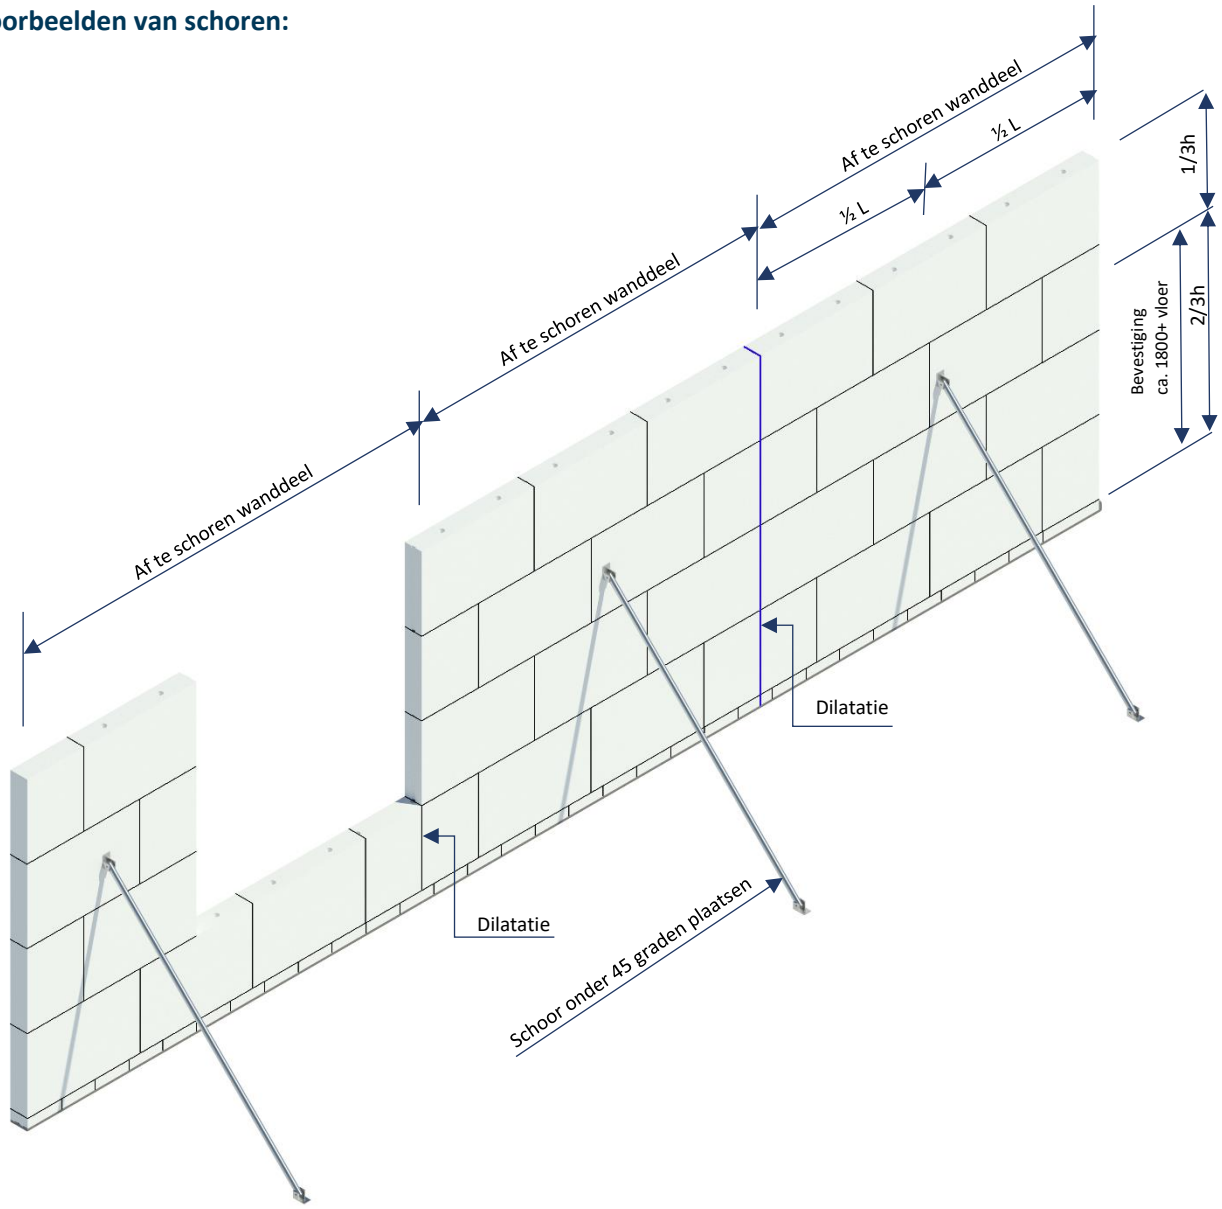

Figuur 5. Voorbeeld 1
- Wanden voorzien van dilataties dienen per wanddeel voldoende geschoord te worden. (Zie figuur 5);